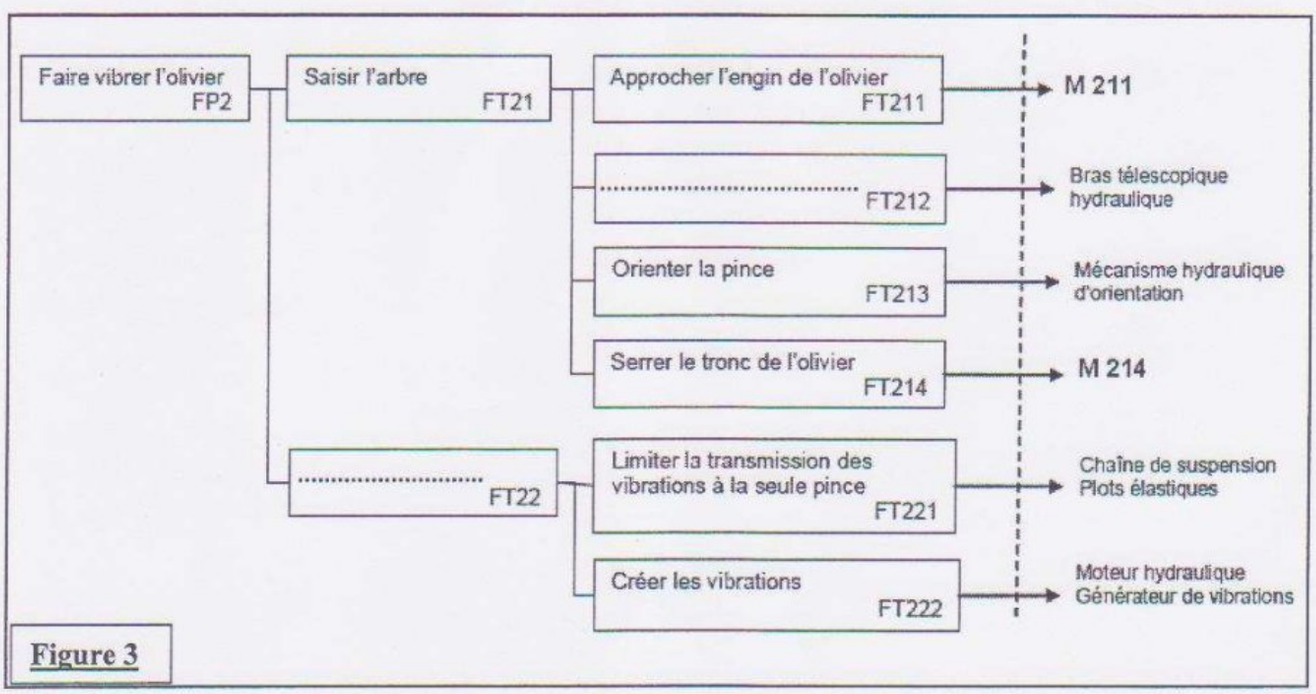

Figure 3
1.2 DAIGRAMME FAST PARTIEL DE LA FP2 : Figure 3